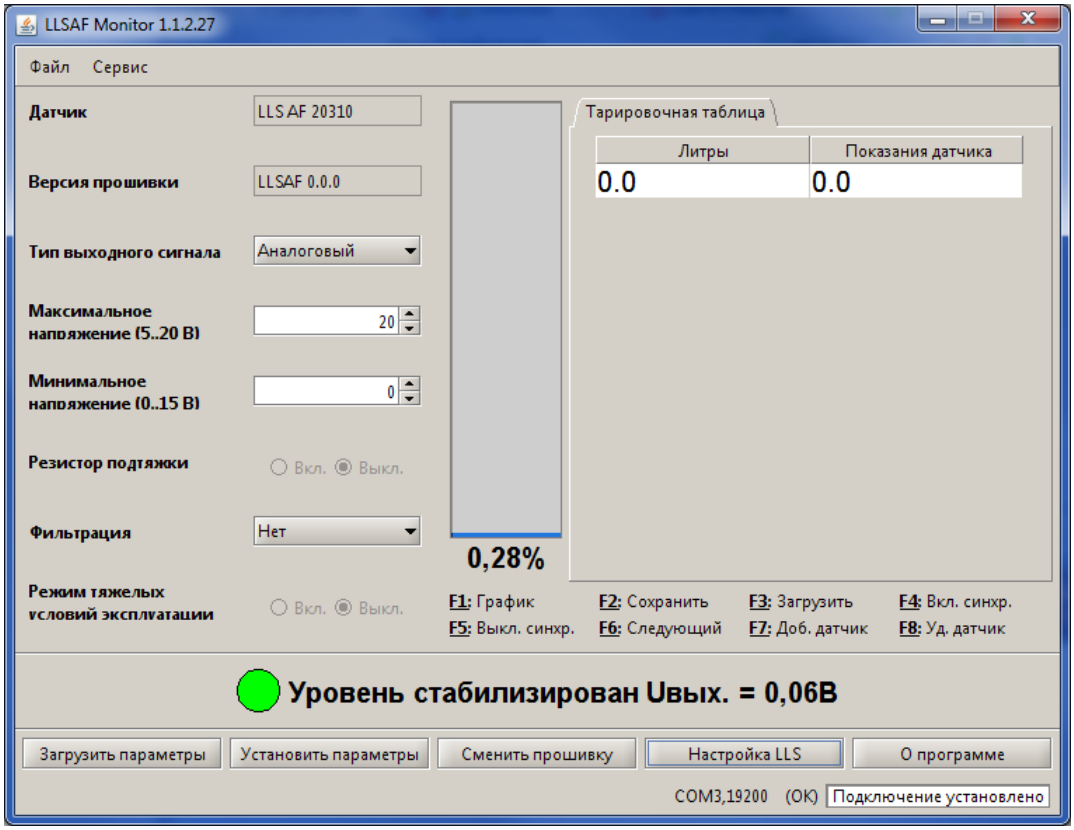
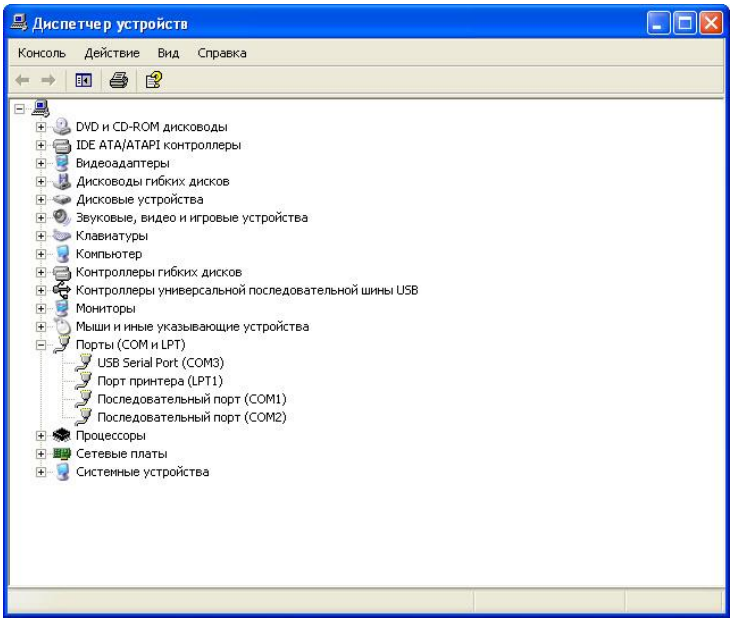
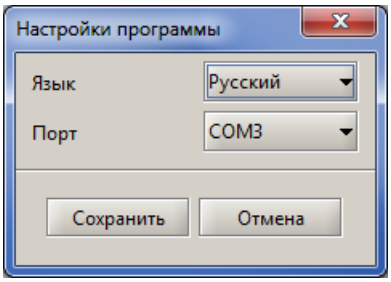
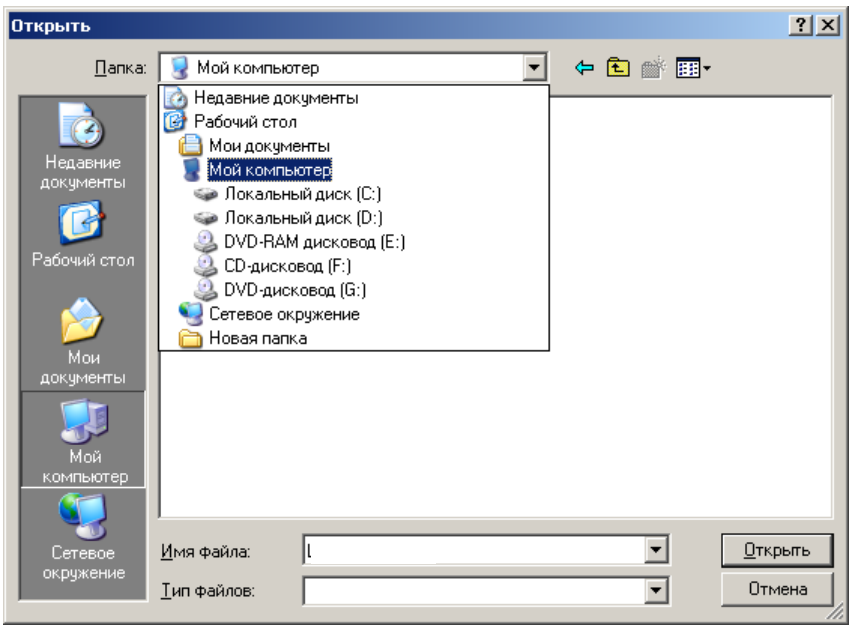

Рисунок 10
Рисунок 12
Рисунок 13
Рисунок 21
2) Запустить программу LLS Monitor. Откроется главное окно программы (Рисунок 10), в котором отображены текущие настройки подключенного изделия.
1) Выбрать закладку «Сервис» (Рисунок 10) и в открывшемся окне (Рисунок 13) выбрать COM-порт, который был создан при подключении Устройства настройки УНУ (Рисунок 12).
3) Если все параметры указаны верно, в главном окне программы отобразятся текущие настройки изделия и в нижней части окна появится надпись: «Подключение установлено» (Рисунок 10).
1) Нажать кнопку «Настройка LLS» (Рисунок 10). Настройку производить в том топливе, в котором данное изделие будет работать.
3) Нажать кнопку «Сменить прошивку» в окне программы LLS Monitor (Рисунок 10). Откроется окно (Рисунок 21), в котором указать путь к файлу новой версии встроенного программного обеспечения, выбрать файл и нажать кнопку «Открыть».